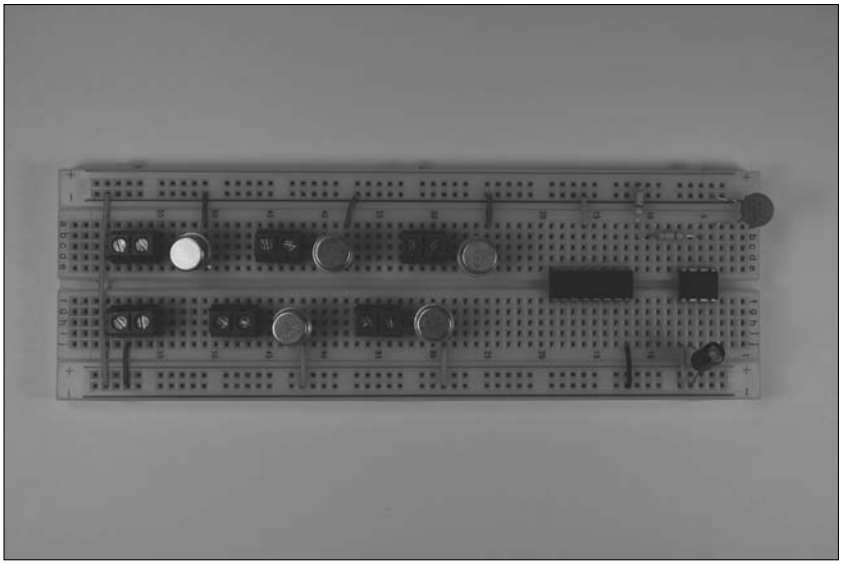

Figure 10-10: Nine shorter wires connect components to ground bus; the long wire on the left connects the two ground buses.
3. **Insert wires to connect the ICs, the battery pack terminal block, and the emitter pin of the transistors to the ground bus. Then insert a wire between the two ground buses to connect them, as shown in Figure 10-10.**